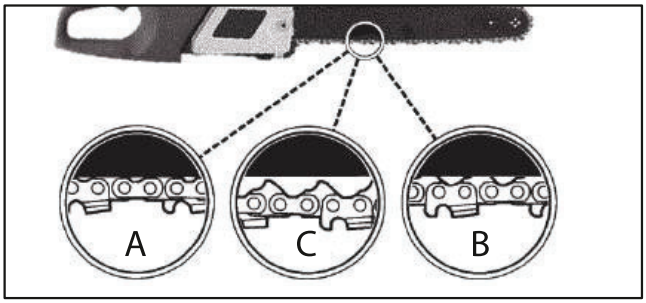

Рис. 6
На Рис. 6 показано как выглядит правильно натянутая цепь в холодном состоянии (A), в процессе работы (B), и как пример вид натяжения цепи нуждающейся в регулирововке (C).